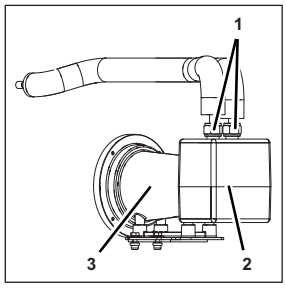

Fig. 40
2. Release the couplings (Fig. 40/1) on the tubes and remove the tubes from the circulation pump (Fig. 40/3).
3. Remove the insulation (Fig. 40/2) from the circulation pump (Fig. 40/3).
14. Attach the tubes to the circulation pump (Fig. 40/3).
15. Attach the insulation (Fig. 40/2) to the circulation pump (Fig. 40/3).